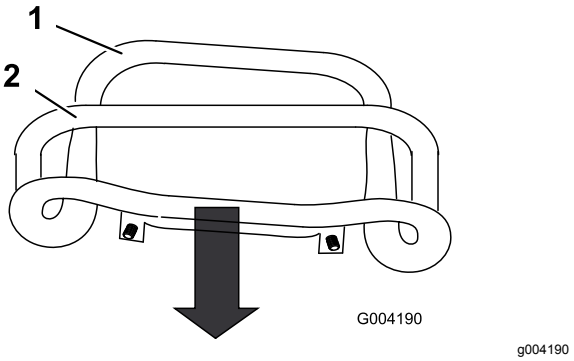

**Figur 55**
3. Dra drivreglaget rakt bakåt så att reglagets främre del nuddar vid referensstaven (Figur 55).